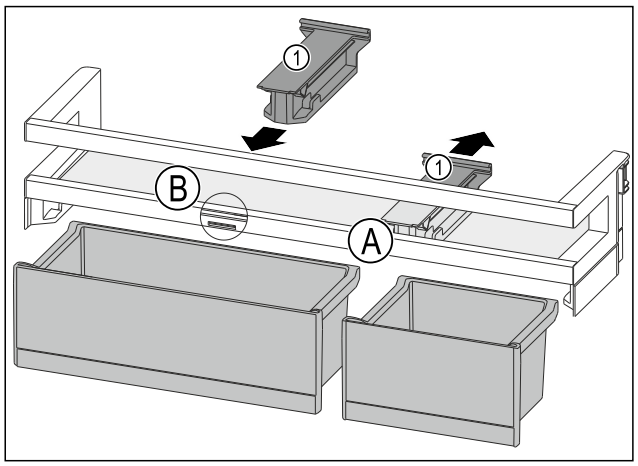

Fig. 158
▶ Tirare l'elemento di tenuta *Fig. 158 (1)* all'indietro per portarlo in posizione *Fig. 158 (A)*.
▶ Inserire l'elemento di tenuta *Fig. 158 (1)* in posizione *Fig. 158 (B)*.